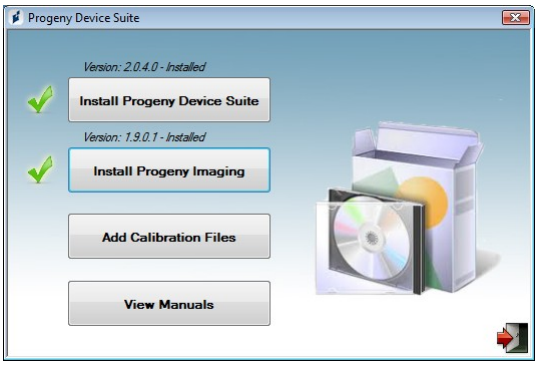

Рисунок 8: Главный экран установки файла калибровки
- Главный экран установки файла калибровки показан на Рисунок 8. После завершения установки комплекта устройства продолжите установку Progeny Imaging, нажав на кнопку «Install Progeny Imaging» (Установить Progeny Imaging). Просмотрите содержимое флеш-накопителя USB и запустите файл Setup.exe. Начнется процесс установки.